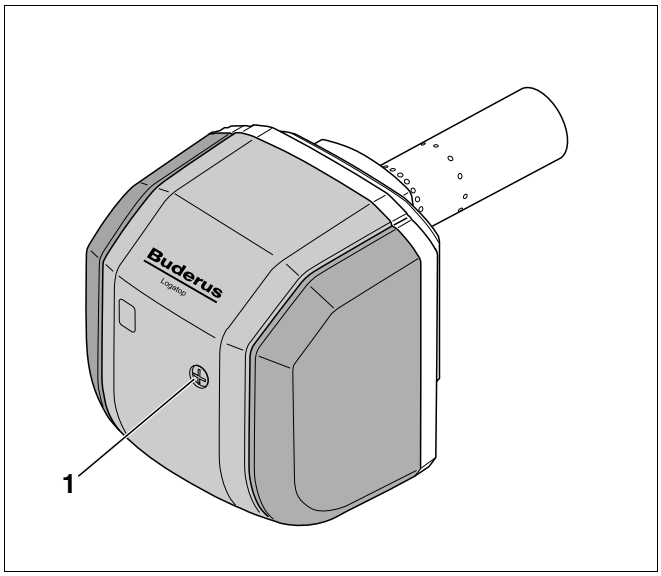

Fig. 39 Posizionare e avvitare la cuffia del bruciatore
- Serrare la vite di fissaggio (fig. 39, **pos. 1**) della cuffia del bruciatore.